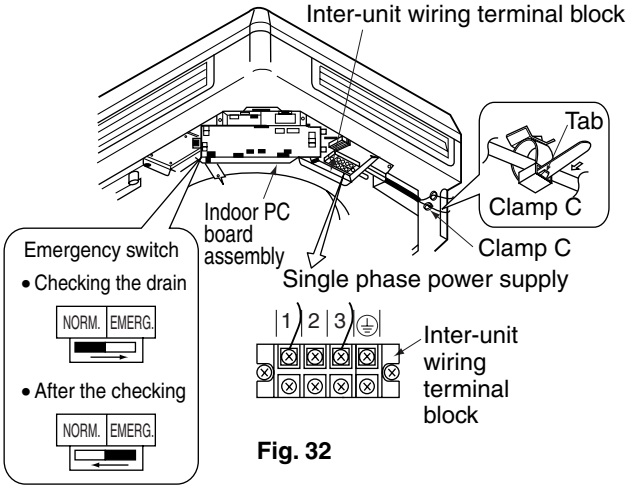

Fig. 32
- Remove the control box lid and change the emergency switch above the PC board assembly of the indoor unit from “NORM.” to “EMERG.”. Connect the single-phase power supply (1, 3) and ground wire to the inter-unit wiring (50Hz 220-240V) terminal block and confirm drain operation.Be sure to change the switch before turning on the power. **(Refer to Fig. 32)**